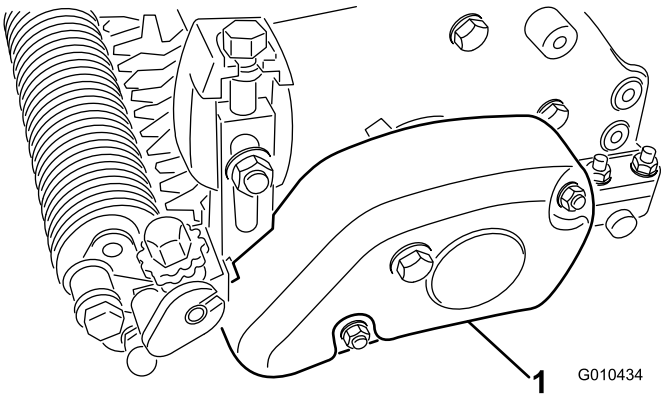

Figuur 20
3. Monteer de riemkap op de groomerbehuizing met 2 borgmoeren (M8) zoals in Figuur 20.